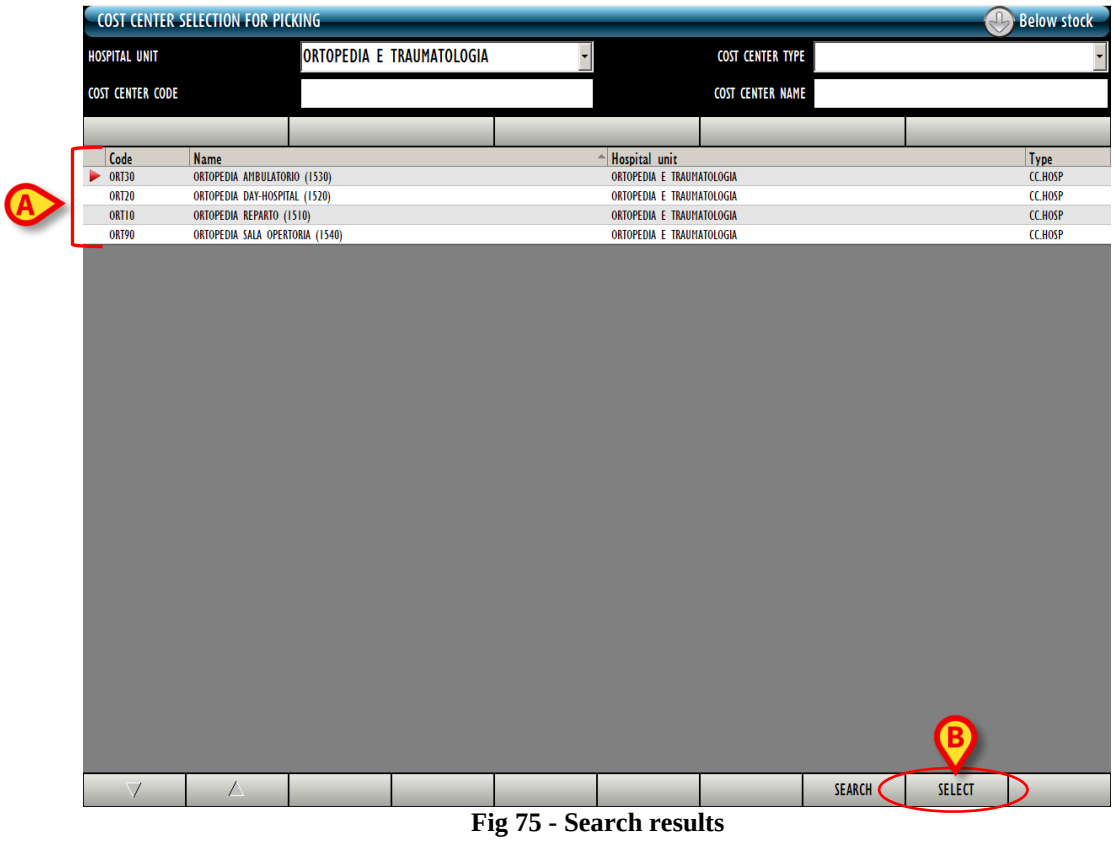

Fig 75 - Search results
The list of cost centers having the features specified will be displayed on screen (Fig 75 **A**).
- Click the **Select** button on the command bar (Fig 75 **B**).